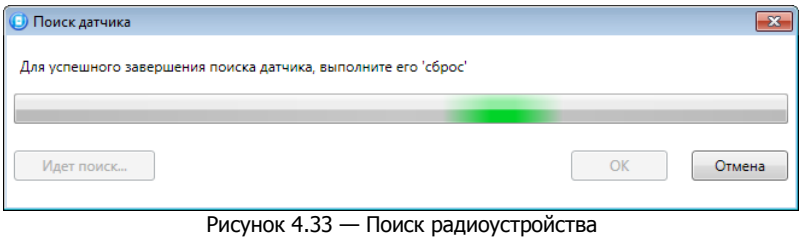

Рисунок 4.33 — Поиск радиоустройства
3. После нажатия кнопки *ОК* начнется поиск радиоустройства контроллером (см. рисунок 4.33). Для того чтобы устройство было найдено контроллером, его следует перевести в режим связывания (выполнить «сброс»).